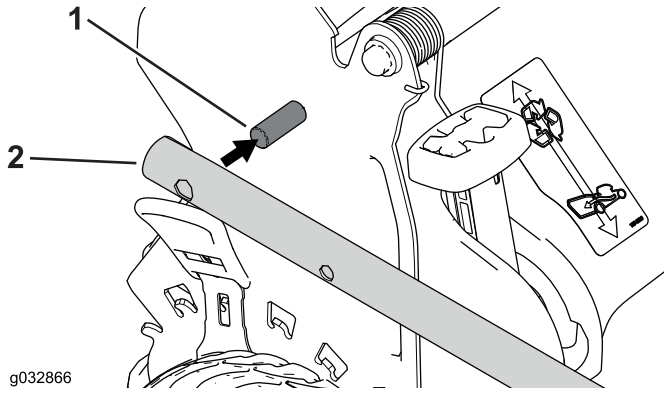

Figur 4
2. Montera handtagets ändar på klipparkåpan så att tappen som sitter på handtagsfästet går in i det nedre hålet på motsvarande handtagsände (Figur 4).